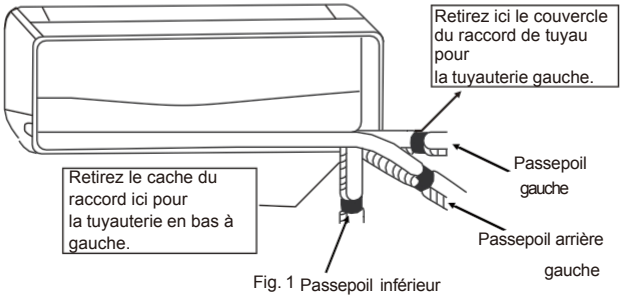

Fig. 1
3. Enroulez le câble inter-unités, les tuyaux de réfrigérant et le tuyau de vidange ensemble avec du ruban isolant. (voir Fig. 1)
- Coupez le tuyau aussi droit que possible . (Voir Fig. 1.)